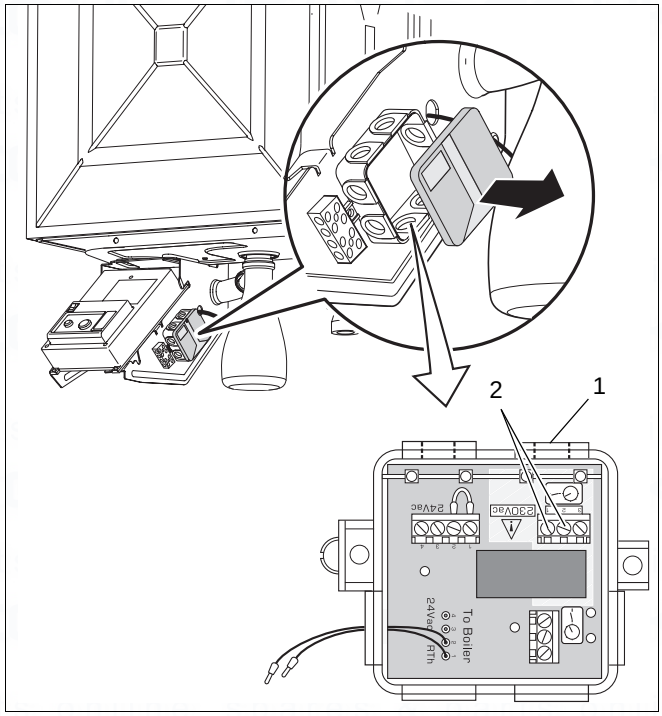

Fig. 15 Connecting the control device
– A room-temperature control device at 230V connected to the RTH converter see fig. 15, item 2.
- Lead the 230V control device wire through the cable lead (see fig. 15, item 1).
- Fix the 230V wire to position 1 and 2 of the 230V connection (see fig. 15, item 2).